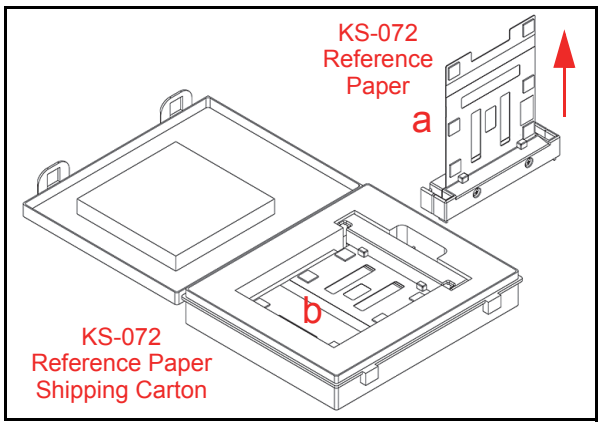

Figure 1-4 KS-072 Reference Paper Handling Precautions
- Ensure that the Reference Paper Carrier is kept in an upright position following use (See Figure 1-4 a) or, replace it into its protective Shipping Carton when calibration is complete (See Figure 1-4 b).